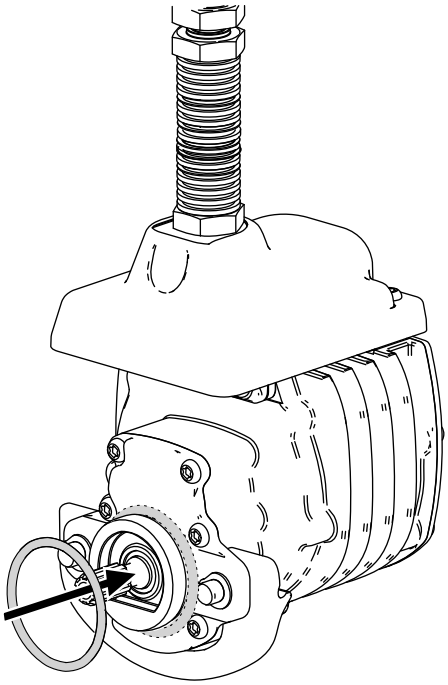

Figuur 8
3. Monteer een O-ring op elke messenkooimotor zoals getoond in Figuur 8.